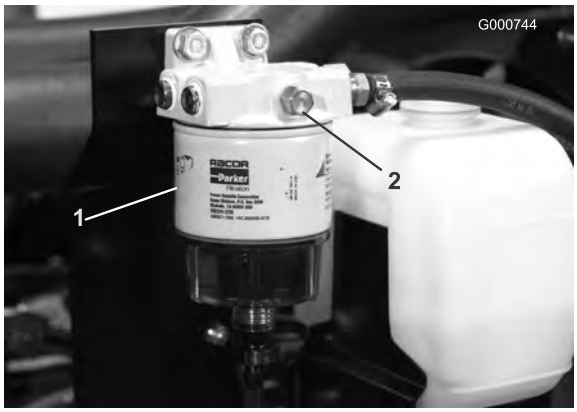

Bild 23
3. Öffnen Sie die Entlüftungsschraube am Kraftstofffilter/Wasserabscheider (Bild 23).